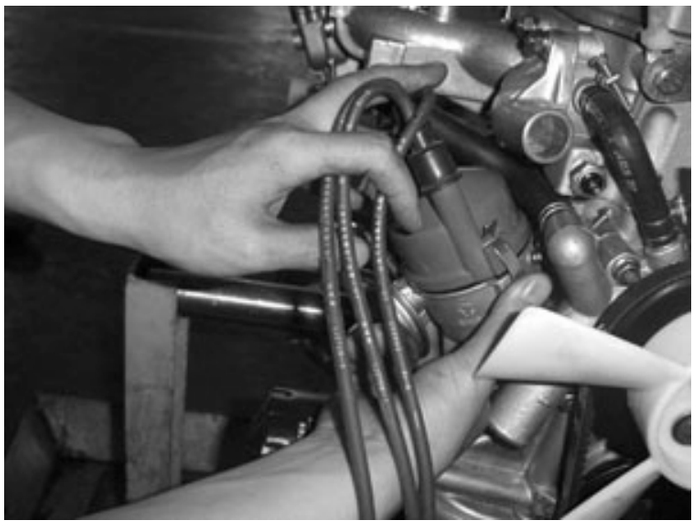

Figure 67
7) Fix the cover of the distributor (**See** Figure 67).